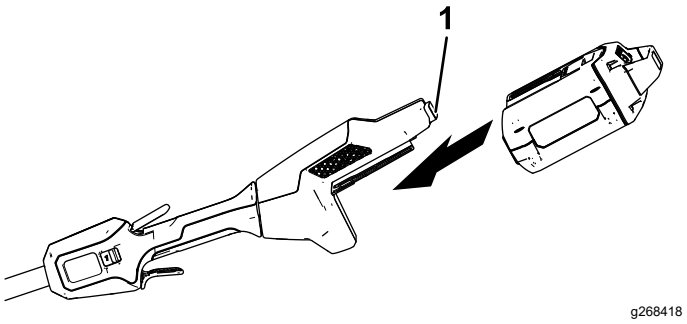

Figuur 7
2. Lijn de uitsparing in de accu uit met het uitsteeksel van de handgreep (Figuur 7).
3. Duw de accu in de handgreep tot de accu op zijn plaats klikt (Figuur 7).